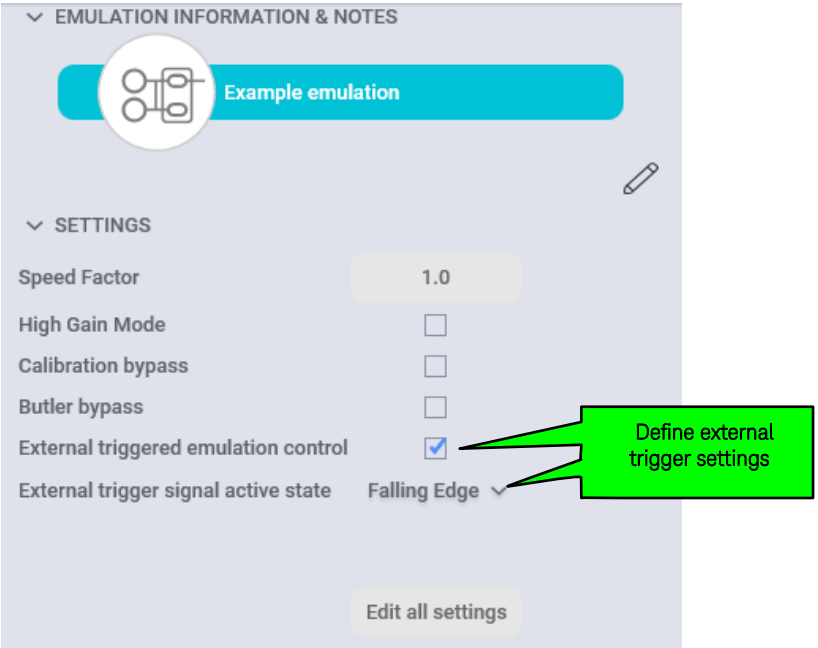

Figure 7. Emulation settings pane in Emulation Control View
- In the **External trigger active state** list, select "Falling Edge", see Figure 7. The background of the (Start) button starts blinking and the tooltip shows the text "Waiting for external signal".